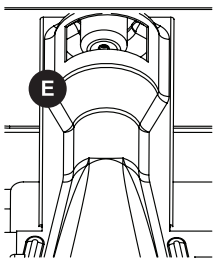

Figure 16
f. The oven burner (**E**) does not have an air shutter, so no further adjustment is necessary (see Figure 16).